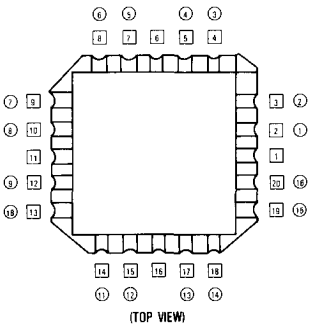

Figure 2: 16-Lead Pin-out for 20 Terminal Chip Carrier
2. Devices requiring 16 connections in a a 20 pad chip carrier, see Figure 2.